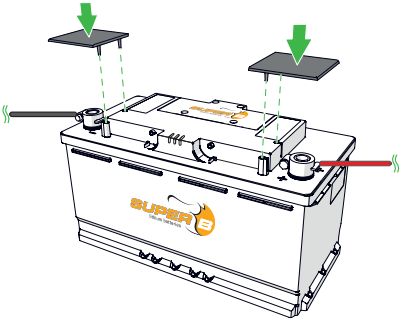

Figure 12. Place the accessory caps over thet terminals. Accessory caps are not provided by Super B
5. Place the accessory caps over the terminals. (Figure 12)